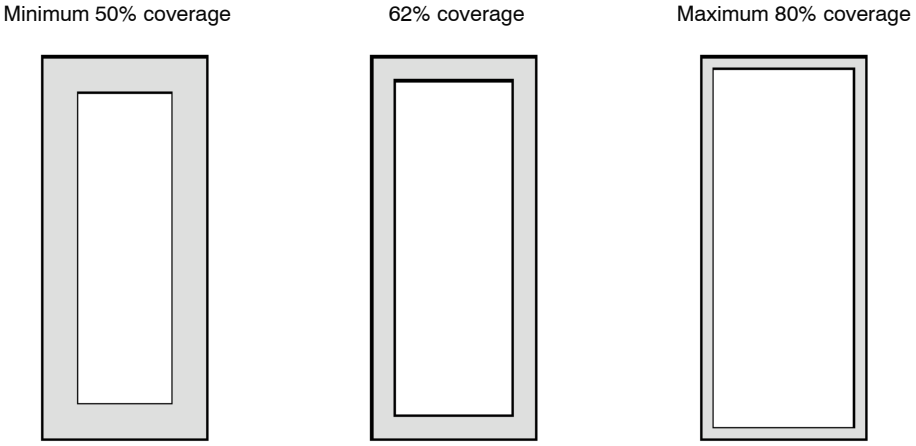

**Figure 27. Solder Paste Application on Pins**
4. The aperture opening for the signal pads should be between 50−80% of the QFN pad area as shown in Figure 27.